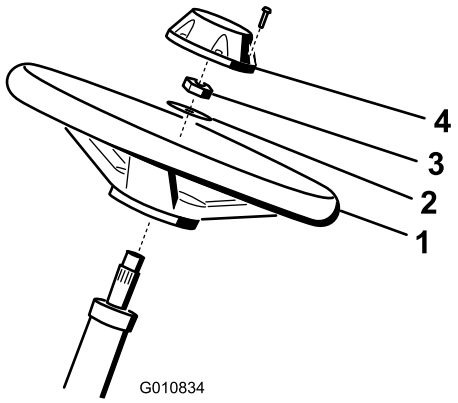

**Figur 3**
1. Før rattet på rattstangen (Figur 3).
2. Før skiven på rattstangen (Figur 3).
3. Fest rattet til stangen med en låsemutter og stram den til med et moment på 27–35 Nm (Figur 3).
4. Sett lokket på rattet og fest med en skrue (Figur 3).